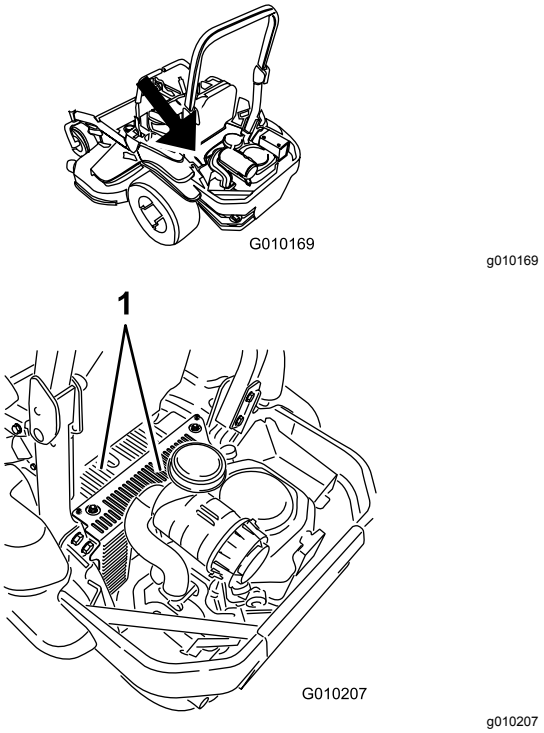

Figuur 78
5. Verwijder vuil en gras van de schermen van de hydraulische eenheid (Figuur 78).